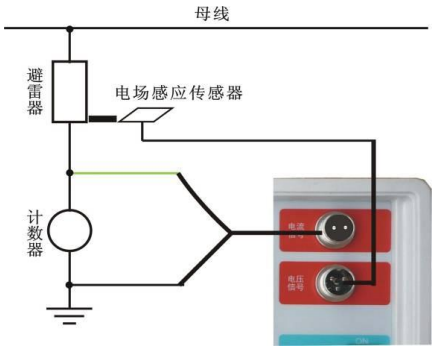

图 4 感应模式测试接线示意图
(1)在感应模式下（接线见图 4），仪器能测量单相避雷器（测试相序：B）的阻性电流。